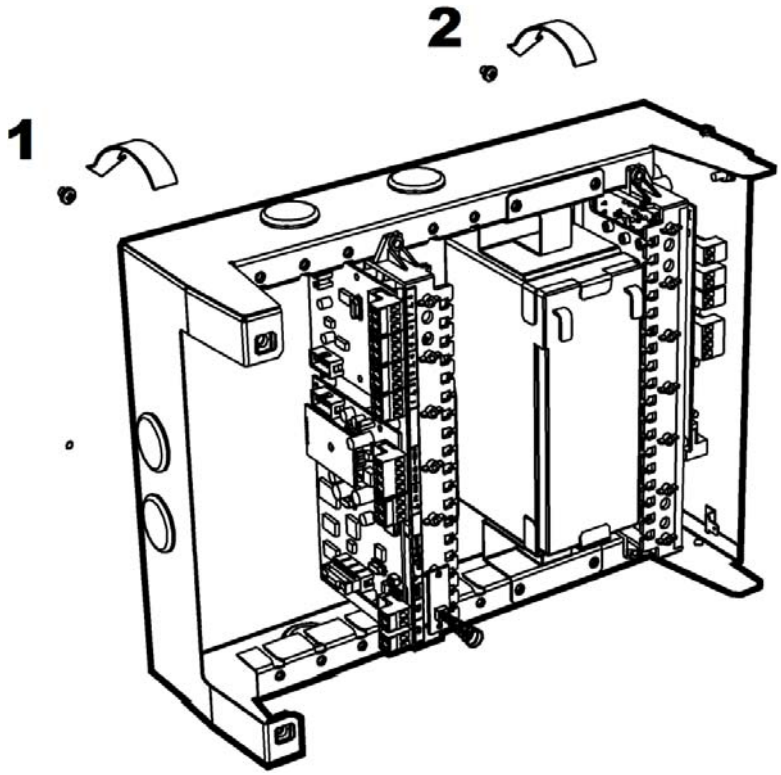

Рис. 72
2. Вверните шурупы в отверстия 1 и 2 и навесьте на них станцию (Рис. 72).